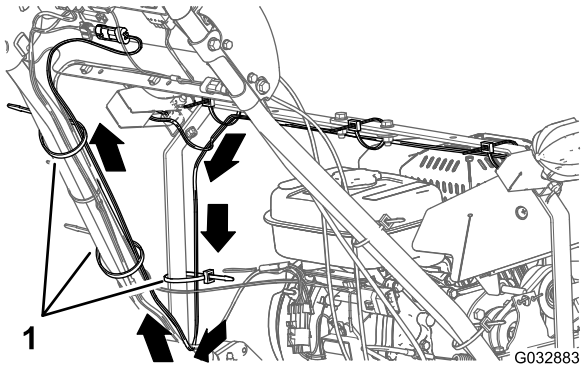

図 13
1. LEDライトキットのワイヤハーネスを、左側ライトバーストラップに沿って機体の下方へ配設し、左側ハンドルチューブまで導く図 13。
2. 左側ハンドルチューブに沿ってワイヤハーネスをコントロールパネルまで導く図 13。
3. 図 13に示すように、ケーブルタイ3本を使ってワイヤハーネスを左側ライト用バーストラップに固定する。